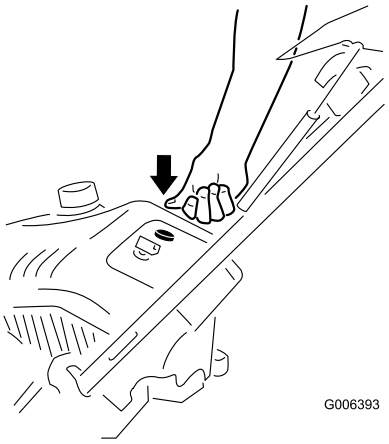
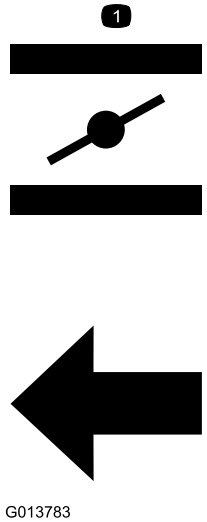

图15
图16
3. 用拇指用力推动注油器 3 次（-18° C 或以上）或 6 次（-18° C 或以下），在每次释放之前按住注油器一秒钟（图15 和 图16）。